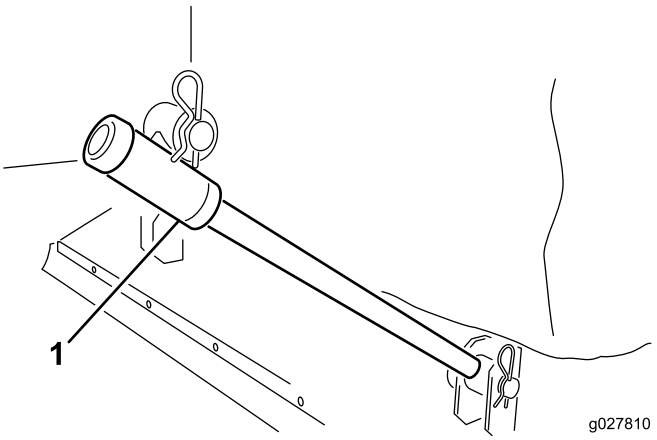

**Рисунок 2**
2. Наденьте буксировочные рычаги на пальцы рамы. Закрепите каждый буксировочный рычаг на пальце рамы с помощью шайбы и шпильки (Рисунок 2).